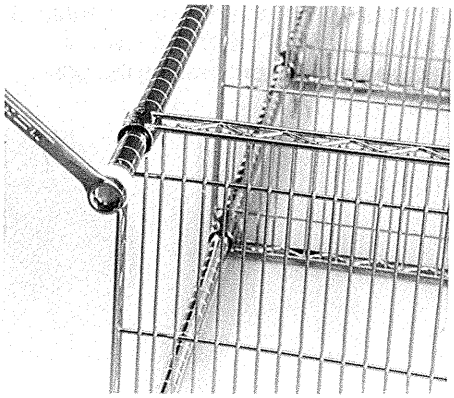

FIG. 6
8. On the end opposite the tie bar brackets, thread a roller assembly into the top of each post. Tighten roller assembly with a wrench 1/4 turn past finger tight (Fig. 6).